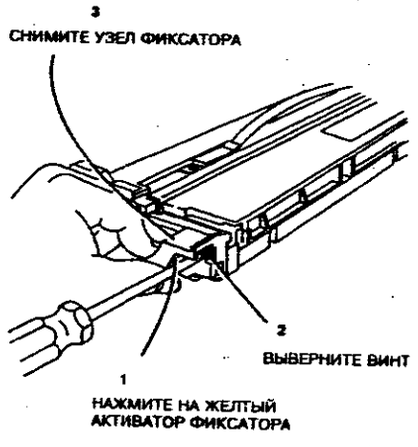

**Рисунок 1. Снятие узла фиксатора**
3. (Рисунок 1) Снимите узел фиксатора.